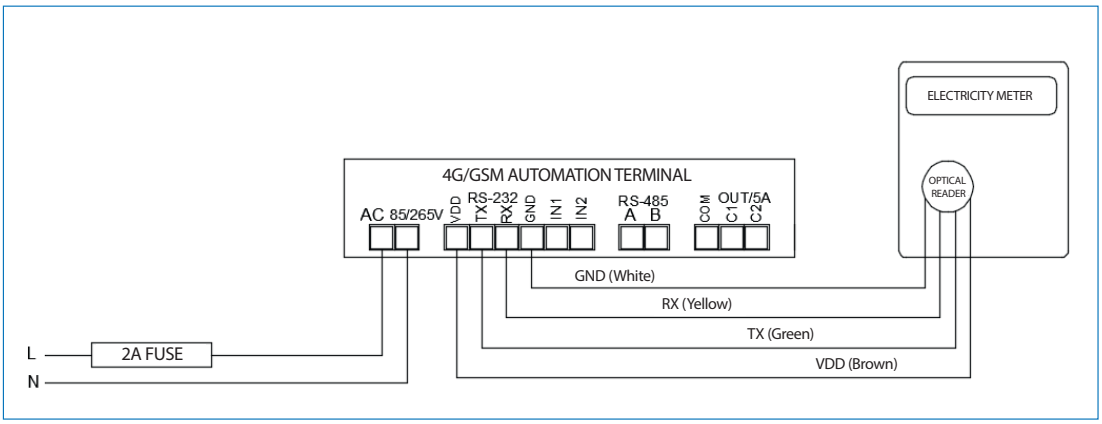

Figure 3.1
a. Electric Meter / Optical Port: (Figure 3.1)